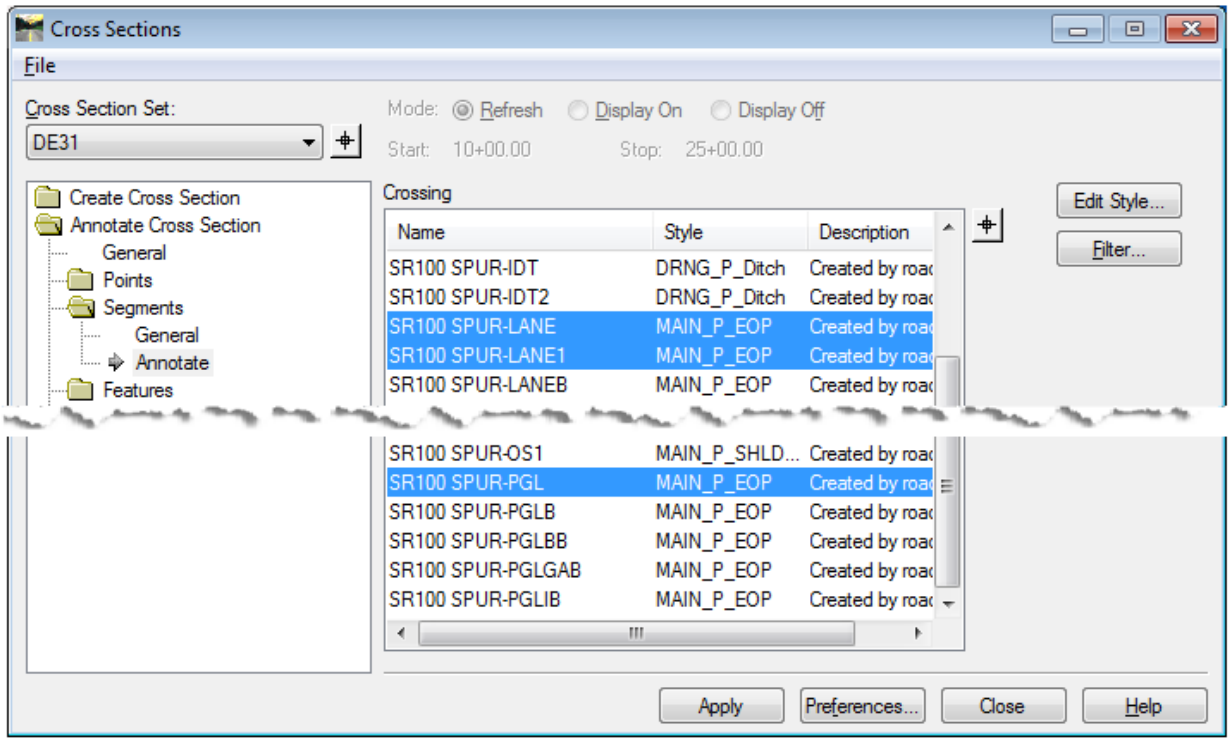

Figure L9-37 Annotate Cross Section
- Scroll through the **Crossing** field list to see that all three Features are selected as shown in *Figure L9-37*.